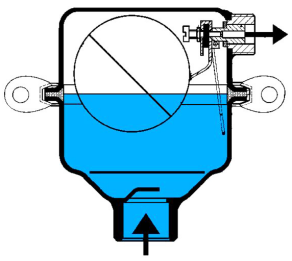

Рис. 1
1. Воздухоотводчики постоянного действия предназначены для удаления газов из жидкостных систем, образующихся в процессе нормальной работы системы. Как правило, это растворенный или испарившийся газ. при отсутствии газа клапан воздухоотводчика удерживается в закрытом положении посредством поплавкового механизма. при всплытии газа и снижении уровня жидкости, поплавок опускается, открывает клапан и выпускает воздух из системы (Рис. 1). при понижении давления до атмосферного и снижении уровня жидкости воздухоотводчик работает в режиме запуска воздуха. Этого можно избежать установкой обратного клапана. Некоторые типы воздухоотводчиков могут быть оборудованы встроенными обратными клапанами. Пример воздухоотводчика постоянного действия — EB1.12.